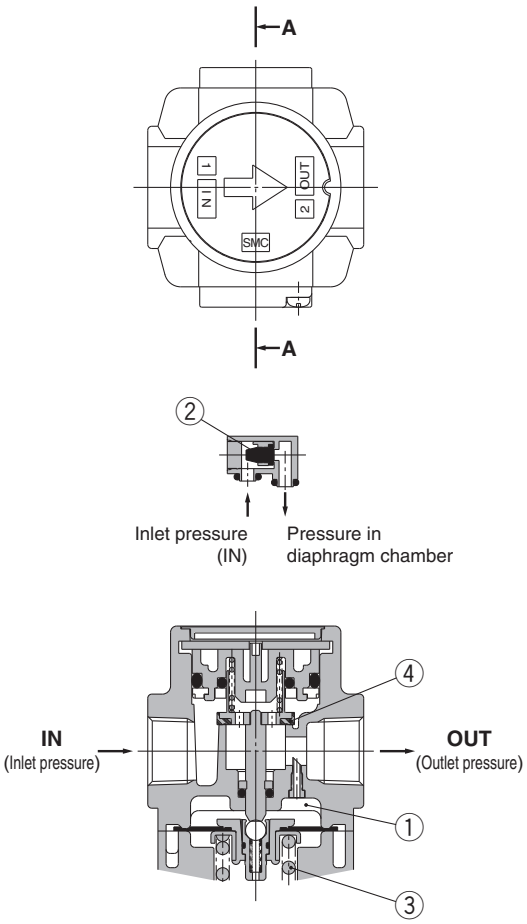

Figure 1 Normal
When the inlet pressure is higher than the regulating pressure, the check valve ② closes and operates as a normal regulator (Figure 1).